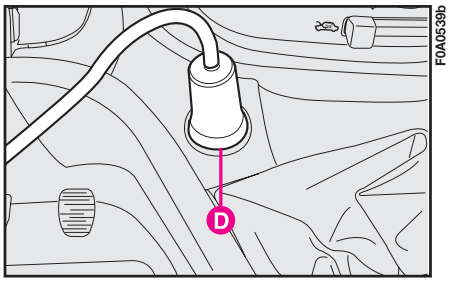
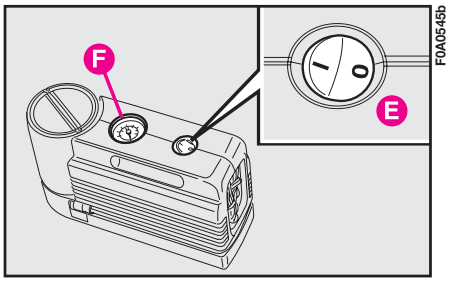

fig. 16e
fig. 16f
– make sure the compressor switch **E-fig. 16f** is set to **0** (off), start the engine and fit plug **D-fig. 16e** into the nearest current outlet and then turn on the compressor by setting switch **E-fig. 16f** to **I** (on). Inflate the tyre to the pressure specified in paragraph "Inflation pressure" in section "Technical Specifications". Check tyre pressure on gauge **F** with compressor off to obtain precise reading;